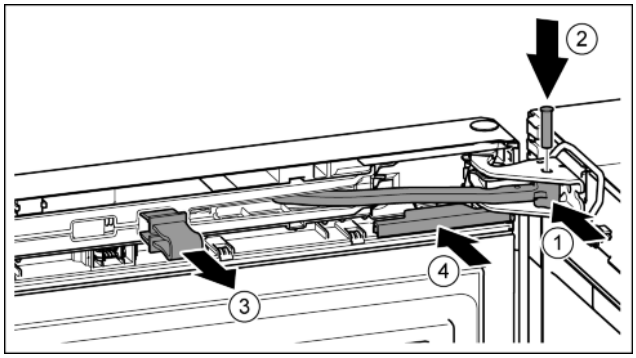

Fig. 45
- ▶ Gelenk in Lagerbock drehen. *Fig. 45 (1)*
- ▶ Bolzen in Lagerbock und Gelenk einsetzen. Dabei darauf achten, dass der Rastnocken korrekt in der Nut sitzt. *Fig. 45 (2)*
- ▶ Sicherung abnehmen. *Fig. 45 (3)*
- ▶ Abdeckung aufschieben. *Fig. 45 (4)*